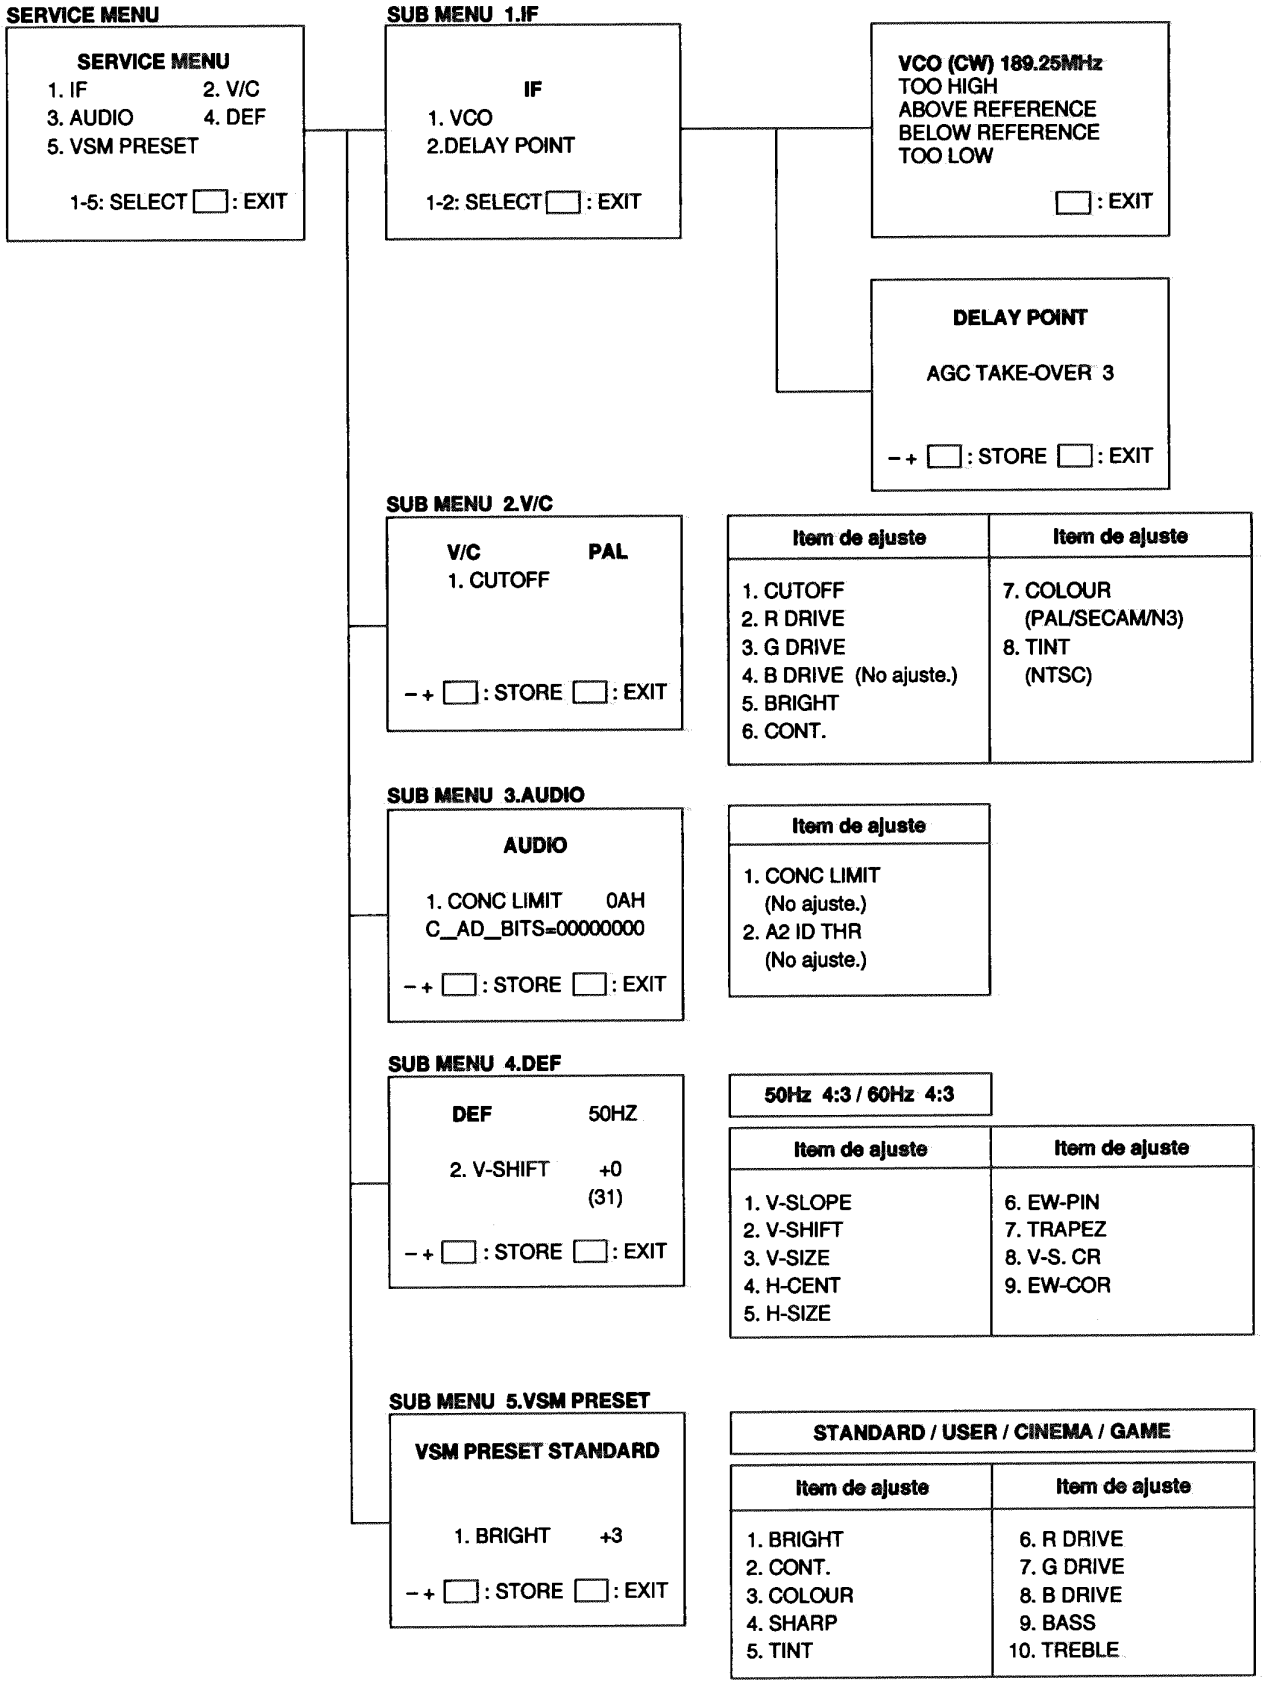

Fig. 2 PANTALLAS DE SUBMENU
1) Presione una de las teclas 1 - 5 de la UNIDAD DE CONTROL REMOTO, y seleccione la PANTALLA DE SUBMENU (Consulte la Fig. 2) del menú SERVICE MENU.